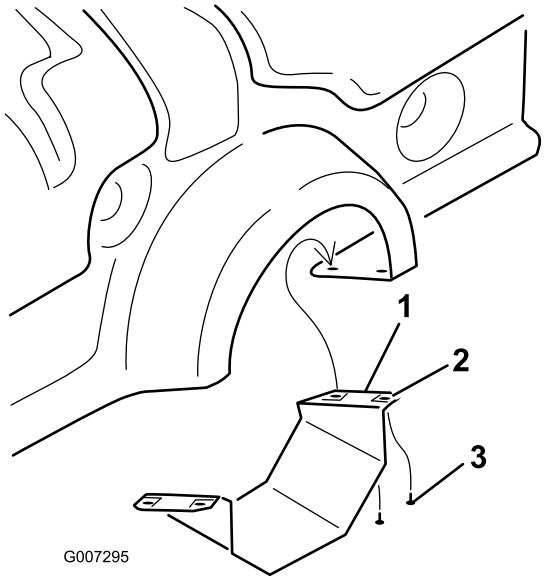

Figur 7
1. Afmonter kraftudtagets nederste afskærmning (kun på ProCore 864) (Figur 7).